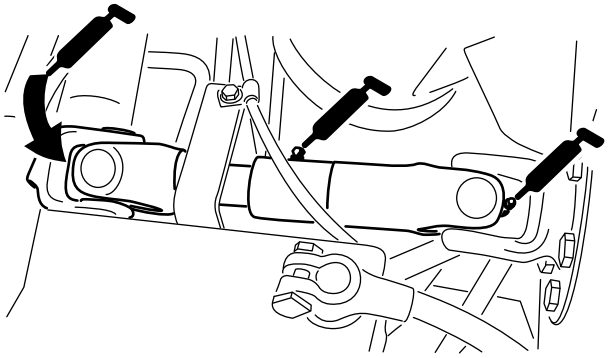

Figur 29
- Pumpdrivaxelns U-led (3) (Figur 29)